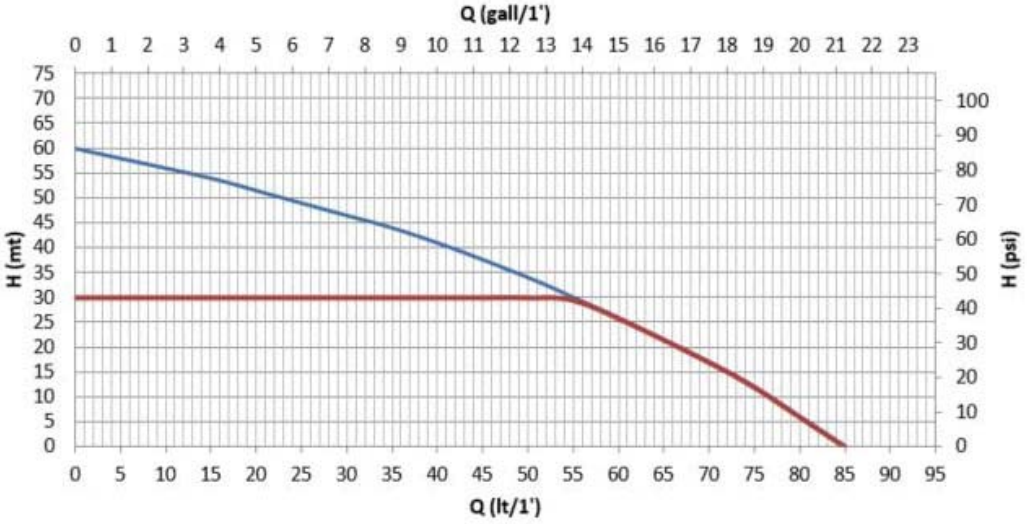

Afb. 2
De grafiekdie staat afgebeeld in Afb. 2 toont de curve van de hydraulische prestaties.Door automatisch de draaisnelheid van de elektropomp te moduleren maakt de inverter het de pomp mogelijk om zijn werkpunt zoals nodig is te verplaatsen naar een willekeurig deel van het gebied onder de eigen curve, om de ingestelde constante druk (SP) te handhaven. De rode curve duidt het verloop van het systeem aan met setpoint ingesteld op 3.0 bar (43.5 psi).